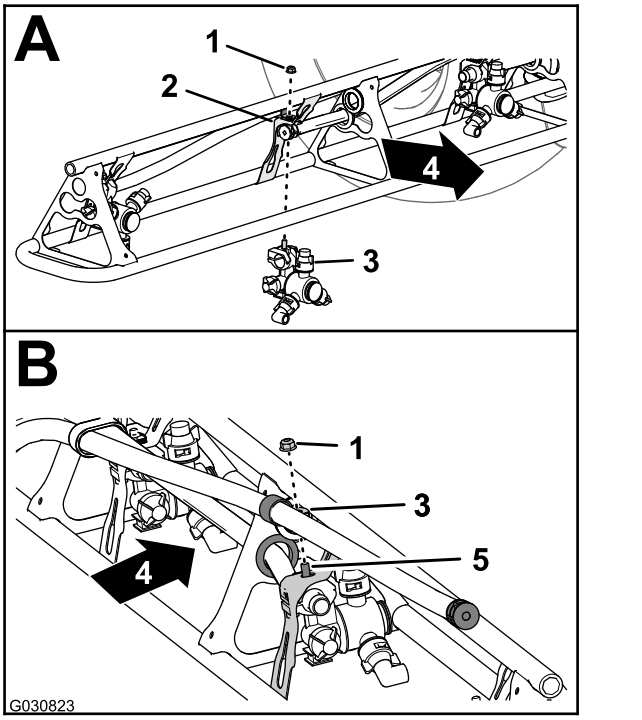

Figur 109
- Vid munstycksläge 1 och 4 monterar du sprutmunstycket på munstycksfästet (A i Figur 109) med flänslåsmuttern (5/16 tum) som du tog bort i steg 2 i Ta bort sprutmunstyckena från de yttre sprutrampssektionerna (sida 43).
- Vid munstycksläge 2 och 3 monterar du sprutmunstycket på munstycksfästet (A och B i Figur 109) med flänslåsmuttern (5/16 tum) som du tog bort i steg 2 i Ta bort sprutmunstyckena från de yttre sprutrampssektionerna (sida 43).